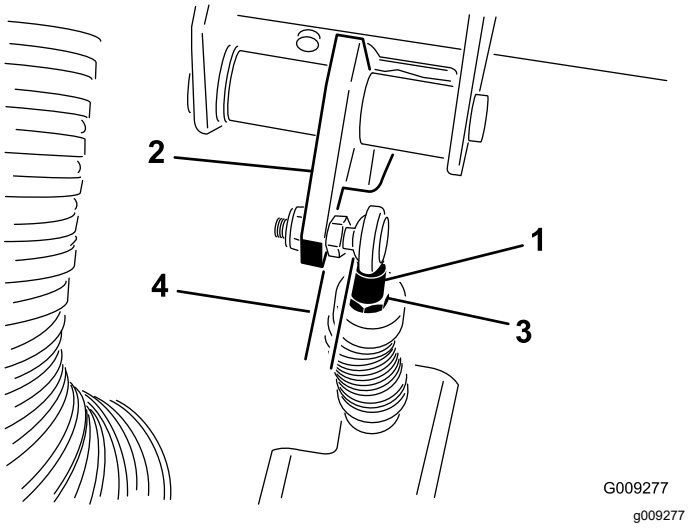

**Figura 59**
***Importante:*** **Asegúrese de que la rótula de la varilla está situada correctamente en la bola, sin estar torcida, y que permanece paralela al pedal del embrague después de apretar la contratuerca (Figura 59).**